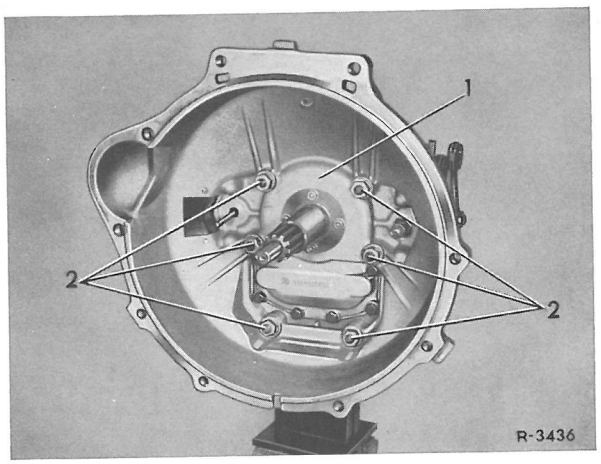

Fig. 26-4/1
2 Befæstelsesmøtrikkerne (2) for koblingshuset løsnes ensartet og aftages sammen med akselskiverne (fig. 26-4/1)